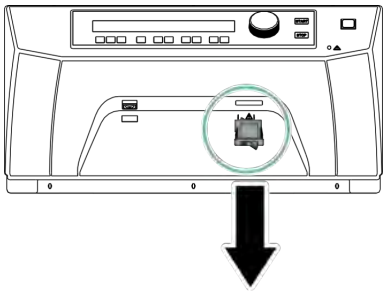

Fig. 70: Pushing out the mains switch
4. Push the mains switch out of the bottom part of the housing (*Fig. 70*).